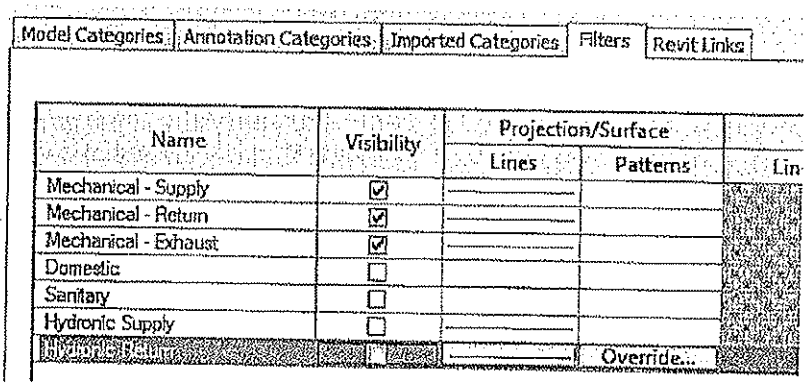

Figure 9–48
7. In the *Filters* tab, clear **Hydronic Supply** and **Hydronic Return** as shown in Figure 9–48, and click OK. The pipes in these systems would display if you do not turn them off by the filters.